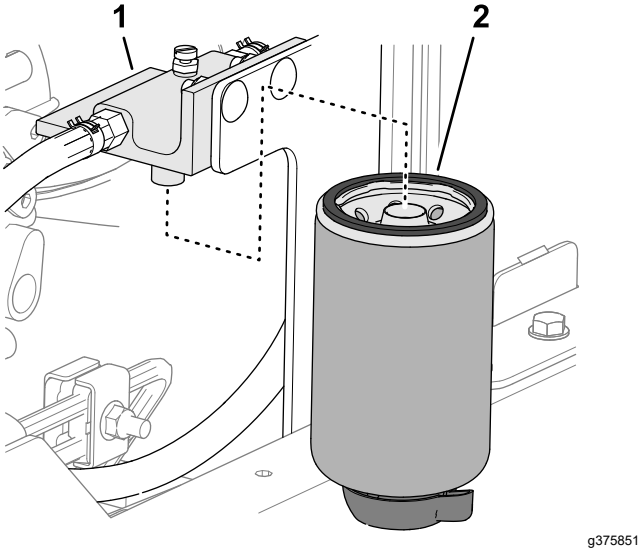

Figur 84
2. Rengør filterhovedet og filterskålen (Figur 84).